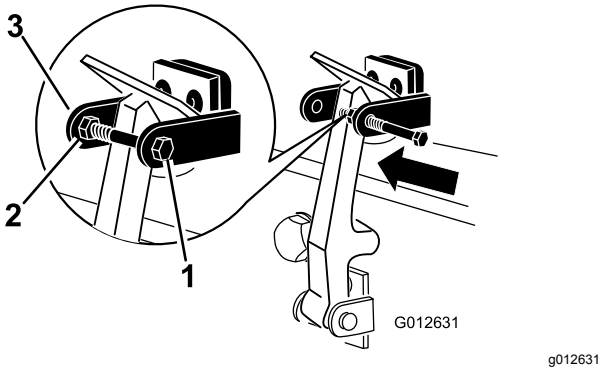

Rysunek 6
7. Należy wkręcić śrubę zabezpieczającą w drugie ramię uchwytu blokady blokując w ten sposób zatrzask maski (Rysunek 6). Dociągnij śrubę, nie dociągając nakrętki.